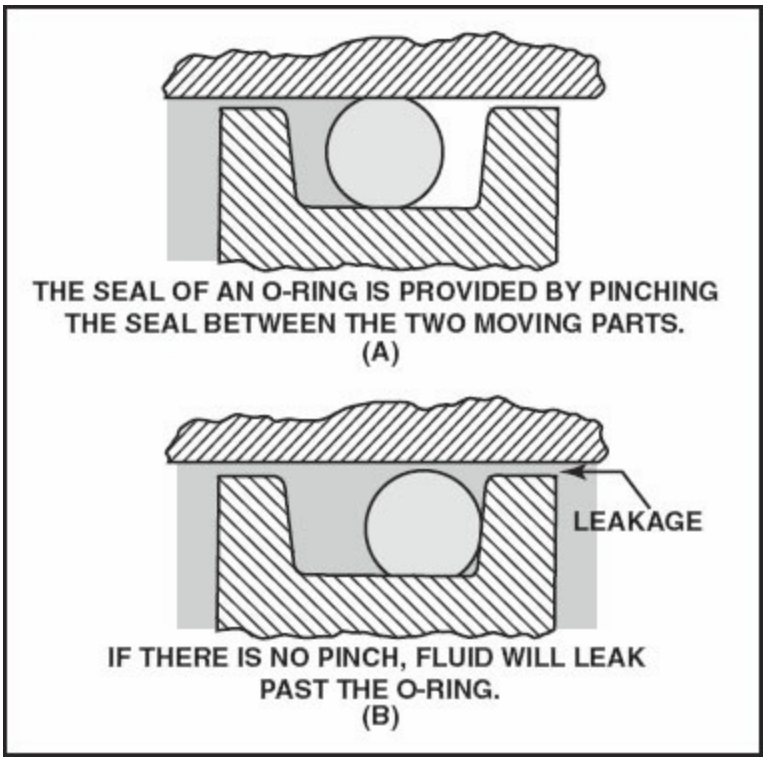

Figure 8-69. The depth of the O-ring groove is critical to the proper sealing action of the O-ring.
Referring to Figure 8-69, view (A), when the O-ring fits properly the ring will fit into the groove with the proper pinch. If there is no pinch, the O-ring cannot seal, as in view (B). [Figure 8-69]